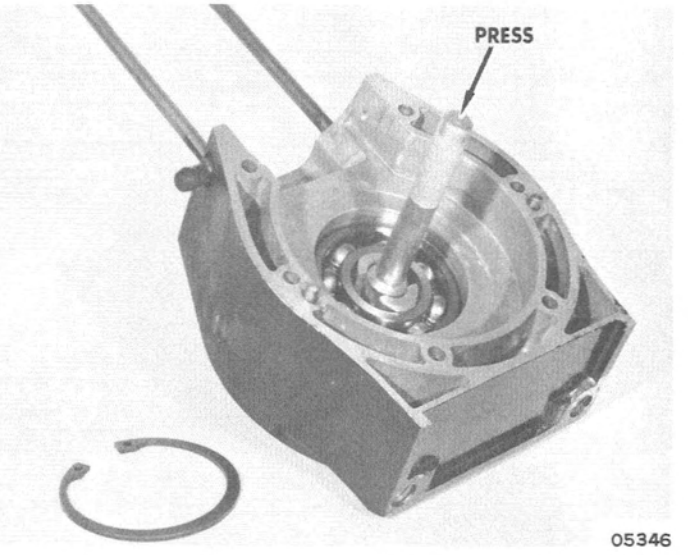

Figure 8. Clutch Side Bearing Replacement
3. Install new bearing and press in until outer bearing race touches outer snap ring. Install inner snap ring. (Figure 8)